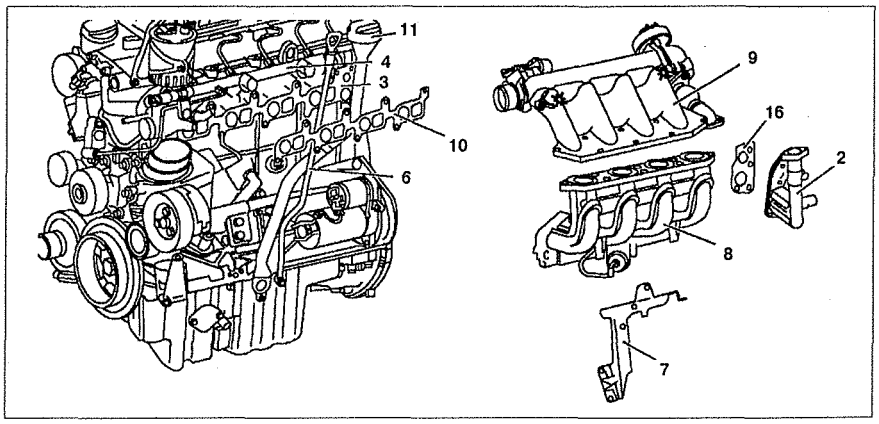

Рис. 5.8. Впускной коллектор:
1. Снимите смешивающую камеру с клапаном рециркуляции отработавших газов **9** с впускного коллектора **8** (см.рис.5.8).